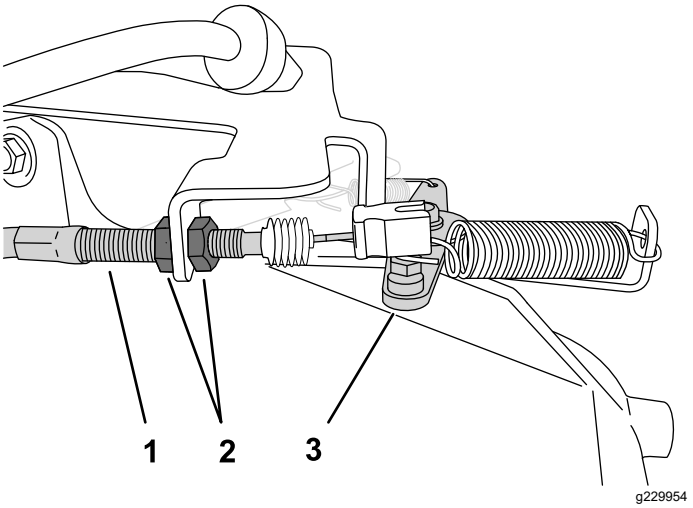

Figuur 44
2. Draai aan de behuizing van de gaskabel de voorste contramoer losser en de achterste contramoer vaster om het toerental in laag stationair te verhogen (Figuur 44).